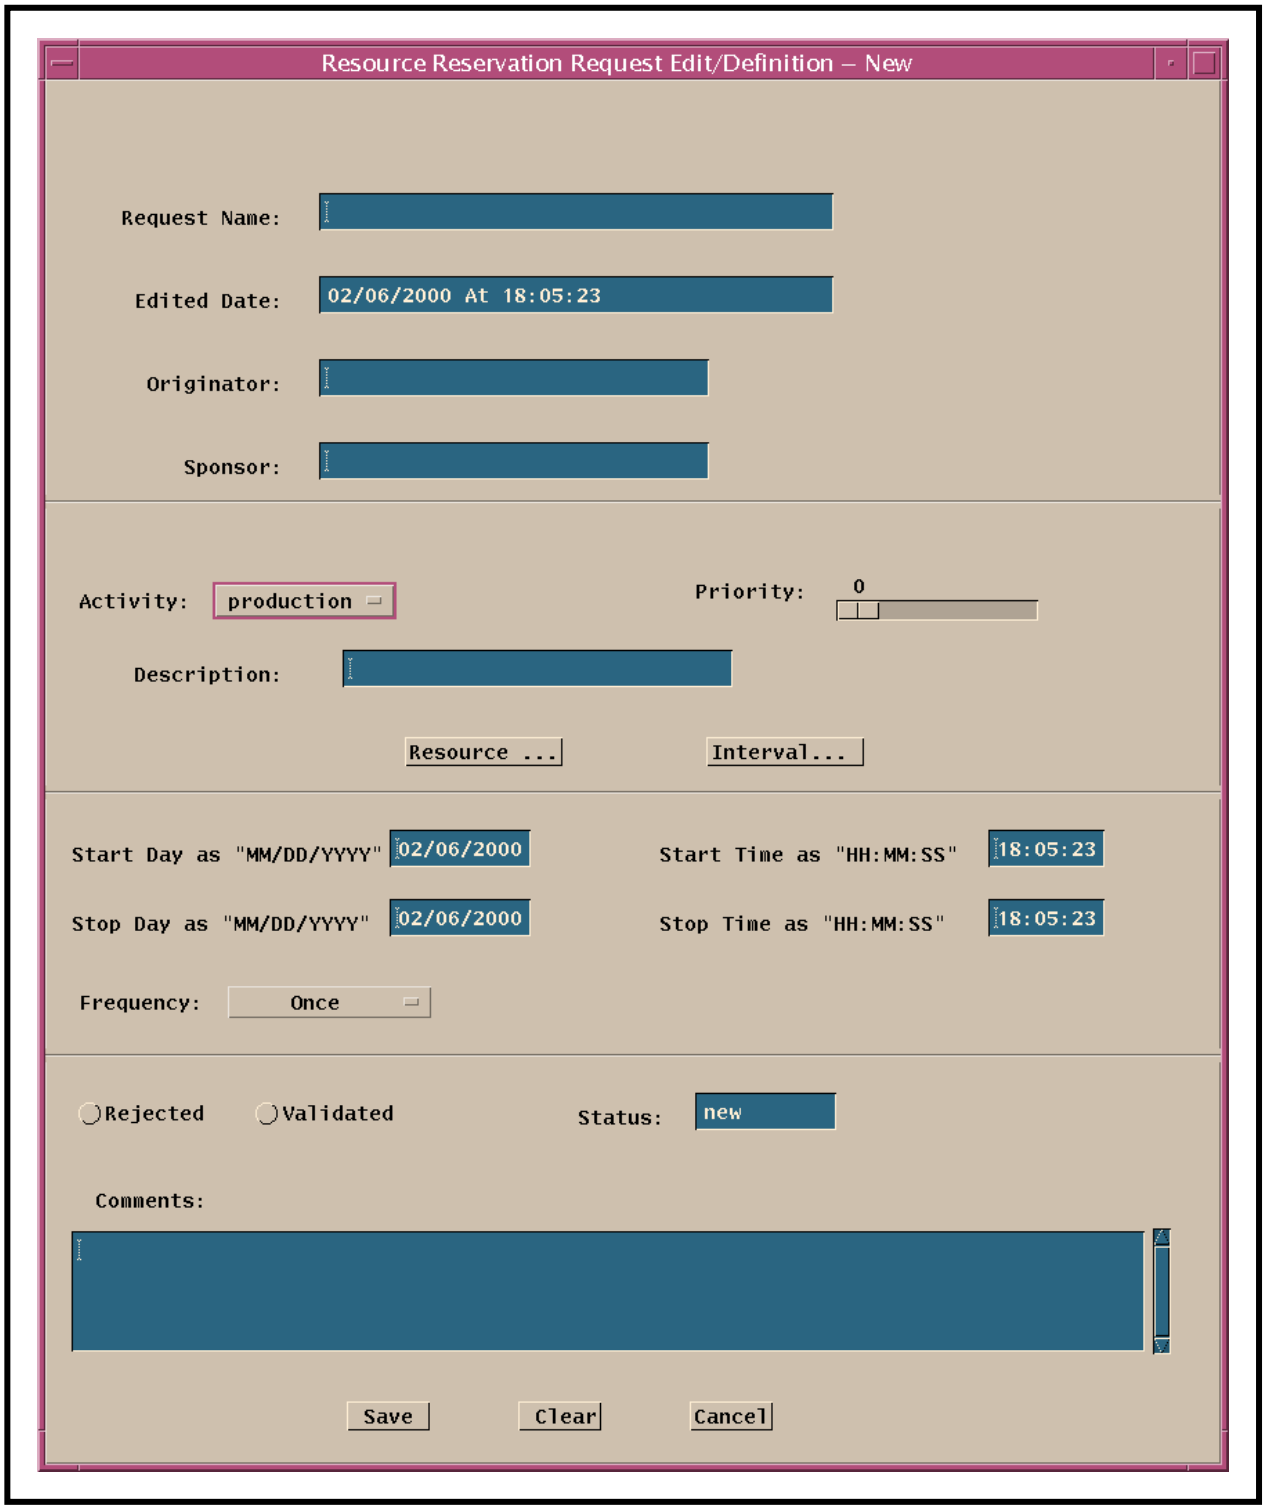

Figure 17. Resource Reservation Request Edit/Definition GUI
- The **Resource Reservation Request Edit/Definition** GUI (Figure 17) is displayed.
The procedure for selecting resources starts with the assumption that the person submitting the request has launched the **Resource Scheduler** and the **Resource Reservation Request Edit/Definition** GUI (Figure 17) is currently being displayed.
The **Frequency** option button on the **Resource Reservation Request Edit/Definition** GUI (Figure 17) allows the user to specify whether the resource reservation request describes a one-time event or a recurring event. Furthermore, the **Frequency** button provides options for
The procedure for selecting resources starts with the assumption that the person submitting the resource reservation request has launched the **Resource Scheduler** and the **Resource Reservation Request Edit/Definition** GUI (Figure 17) is currently being displayed.
- The **Resource Reservation Request Edit/Definition** GUI (Figure 17) containing the data for the selected resource reservation request is displayed.